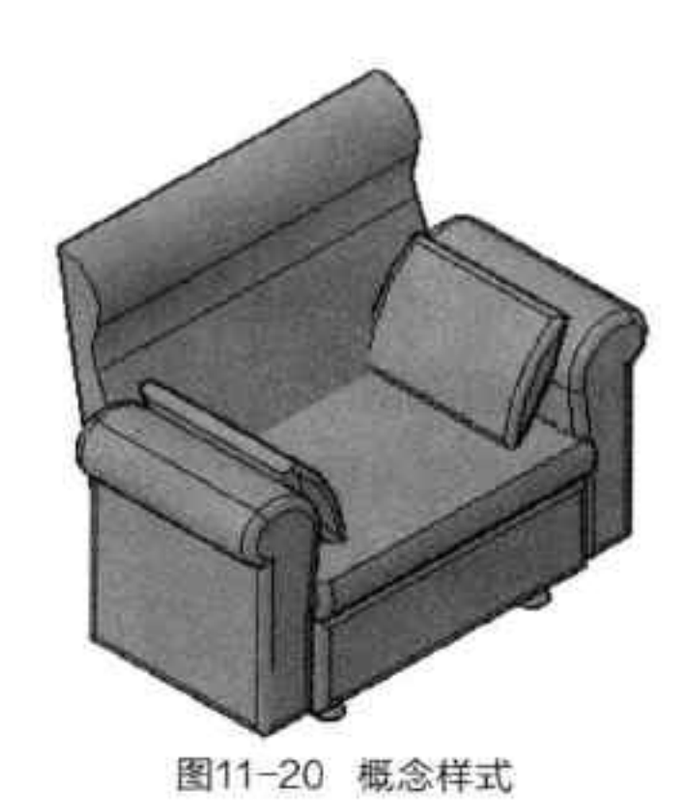

图11-20 概念样式
- 概念样式：概念样式是对模型背后不可见的部分进行遮挡，并以灰色面显示，从而形成比较直观的立体模型样式，如图11-20所示。